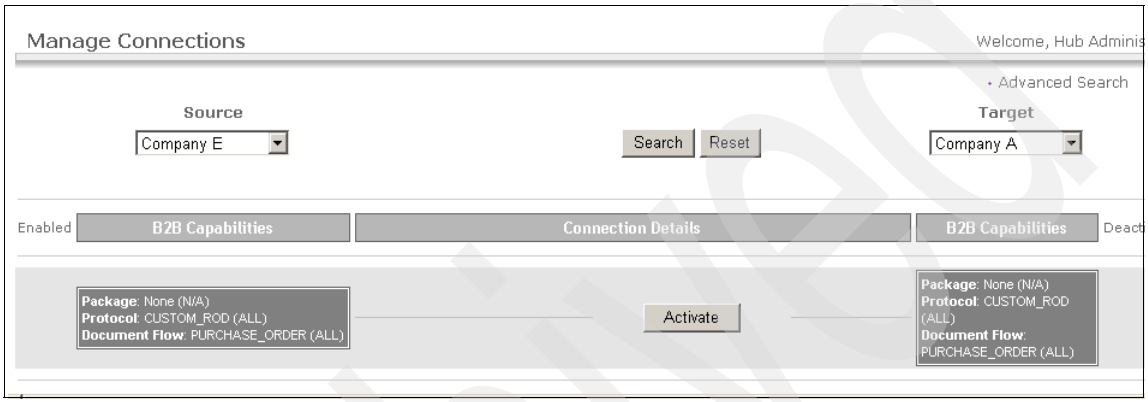

Figure 16-37 List of participant connections between Company E and Company A
2. Select the source as **Company E** and target as **Company A**, and click **Search.** This lists the available participant connections existing between Company E and Company A, as shown in Figure 16-37.